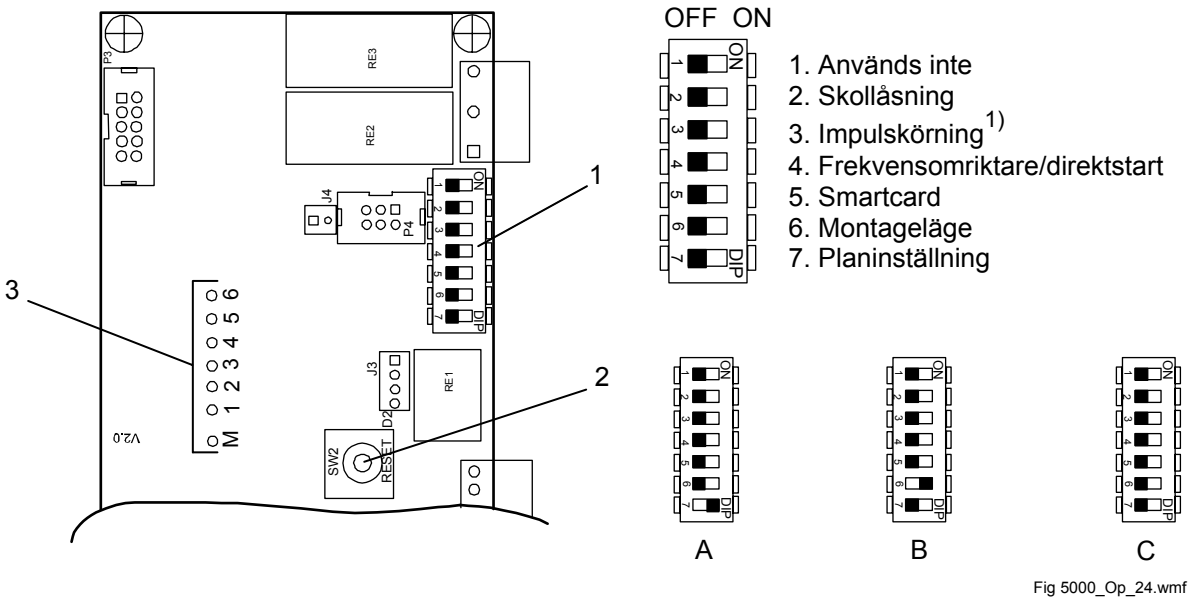

Bild 29 Inställning av masternod
3. Ställ DIP-switchen 7 Bild 29 i läge för planinställning (ON).
4. Tryck in resetknappen Bild 29 på masternoden. Endast diod M ska nu lysa.